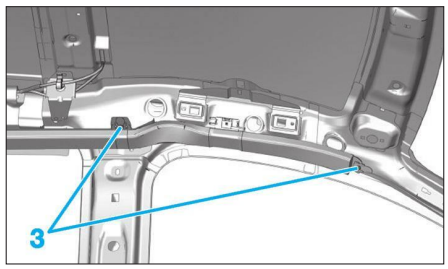

**Fig. 10**
• Déposer les vis (3) **(Fig.10)**.